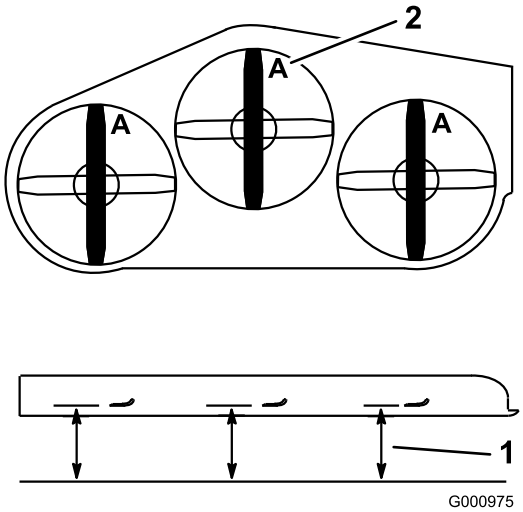

Figur 78
3. Drej knivene, indtil enderne vender fremad og bagud (Figur 78). Mål fra en plan overflade til knivenes skærekant (Figur 78), position **A**. Noter dette mål.